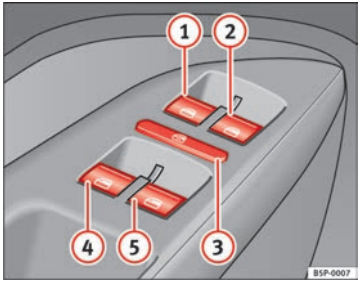

Fig. 67 Detail of the driver door: controls for the front and rear windows
The buttons ⇒ fig. 67 (1) and (2) have two levels for opening the window and two for closing it. This makes it easier to open and close windows to the desired position.